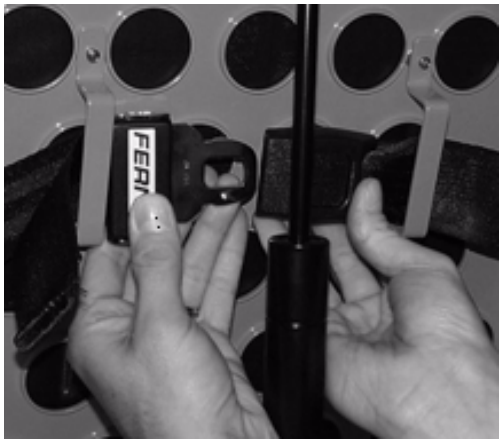

rys. 51
4. Owinąć pasy wokół oparcia pleców i przełożyć końce pasów przez wsporniki. Dokładnie zapiąć sprzączkę (patrz rys. 51).